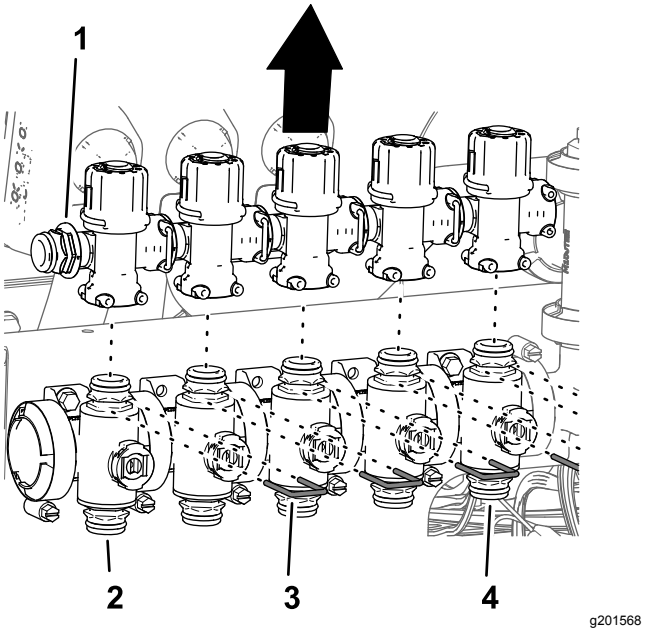

Rysunek 101
4. Zdejmij zapinki mocujące zawory obejścia do zaworów dysz o numerach od 1 do 7 (Rysunek 101).
5. Unieś zawory obejścia z zaworów sekcji o numerach od 1 do 5 (Rysunek 101).